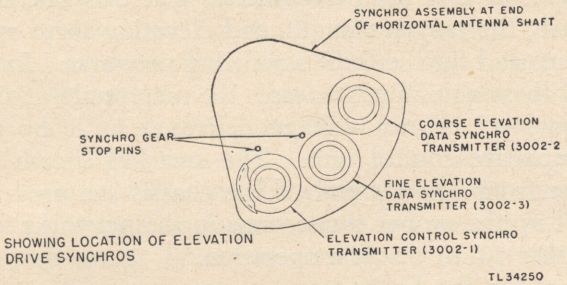

Figure 83. Elevation selsyns.
d. ELEVATION DATA SYSTEM. Three synchronous transmitters are mounted on the casting located outside the left trunnion, (fig. 83). One of these sends *coarse* elevation data (6,400 mils per revolution) to the associated director. The other two transmit *fine* elevation data (400 mils per revolution), one to the director and one to the elevation control unit in the trailer cab for the